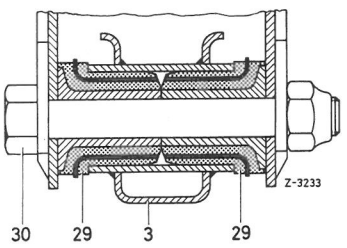

Fig.40-3/8
Ved indstillingen af Caster skal Excenterboltens sekskantmøtrik (30)løsnes.Fig.40-3/8. Når Sekskantmøtrikken igen spændes,skal Excenterbolten fastholdes.